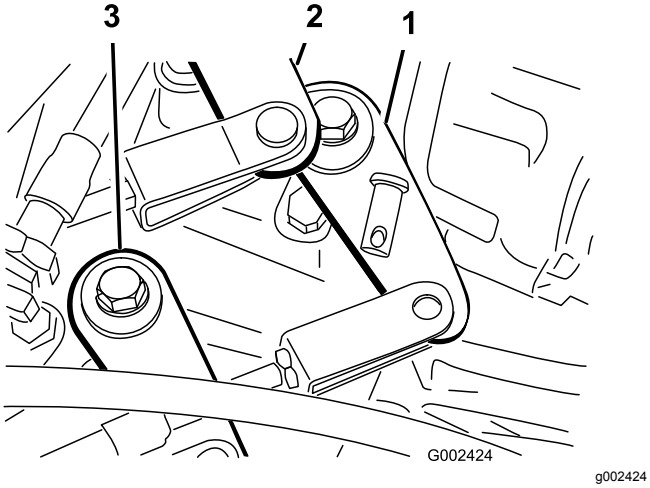

Rysunek 44
2. Usuń sworznie z łączników mocujących cięgna zmiany biegów do ramion zmiany biegów skrzyni biegów (Rysunek 44).
1. Usuń sworzeń z łącznika mocującego cięgno prędkości wysokiej-niskiej do ramienia skrzyni biegów (Rysunek 44).